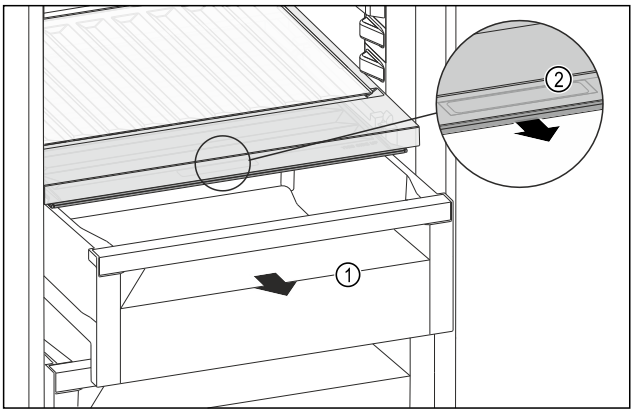

Fig. 223
▶ Extrageți sertarul *Fig. 223 (1)*.
▶ Prindeți mânerul încastrat *Fig. 223 (2)* de la capacul compartimentului și trageți concomitent capacul compartimentului spre partea frontală.